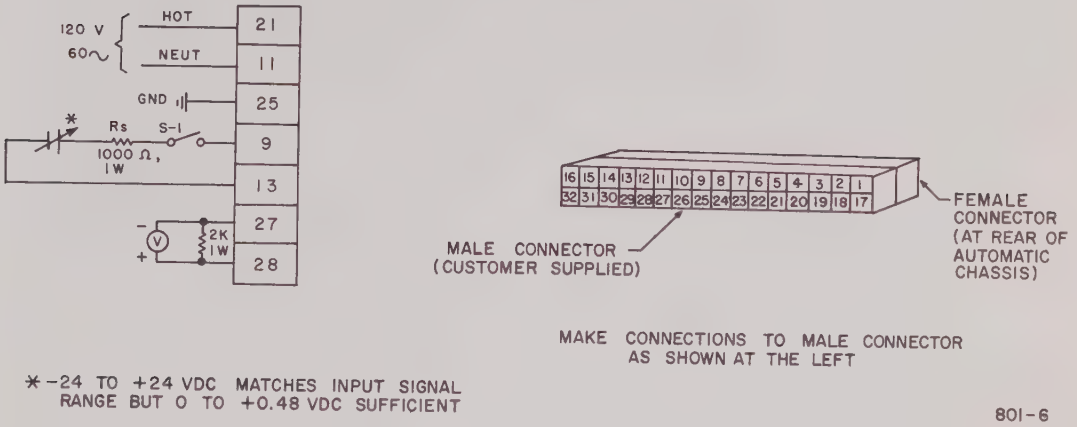

Figure 1. ELECTR-O-PULSE Controller, Automatic Chassis Test Setup
**a. AUTOMATIC CHASSIS.** Loosen the two captive screws in the automatic chassis panel and remove the automatic chassis from the controller case. Procure a 32-terminal male connector that matches the female connector at the rear of the automatic chassis; wire the male connector as shown in figure 1 and plug it into the female connector. With a-c power off, and with switch S-1 open, perform the following checks:
(1) Proportional Band Network